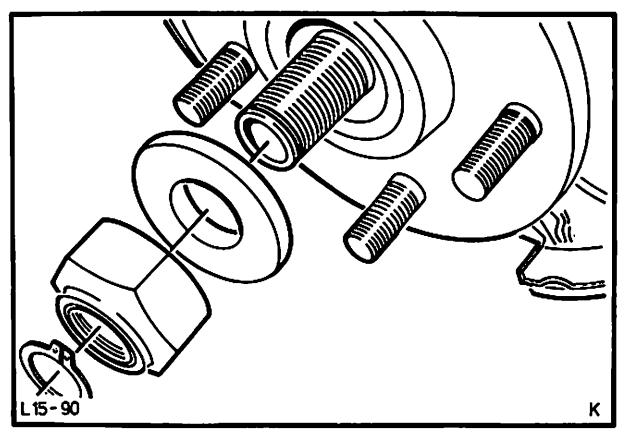

Abb. 168 Flansch – Antriebswellenstumpf und Scheibe aufschieben. Achsmutter aufschrauben.
9. Flansch – Antriebswellenstumpf und Scheibe aufschieben, Abb. 168. Achsmutter so weit anziehen, bis der Antriebswellenstumpf spielfrei in der Radnabe sitzt. Sicherungsring – Achsmutter montieren.